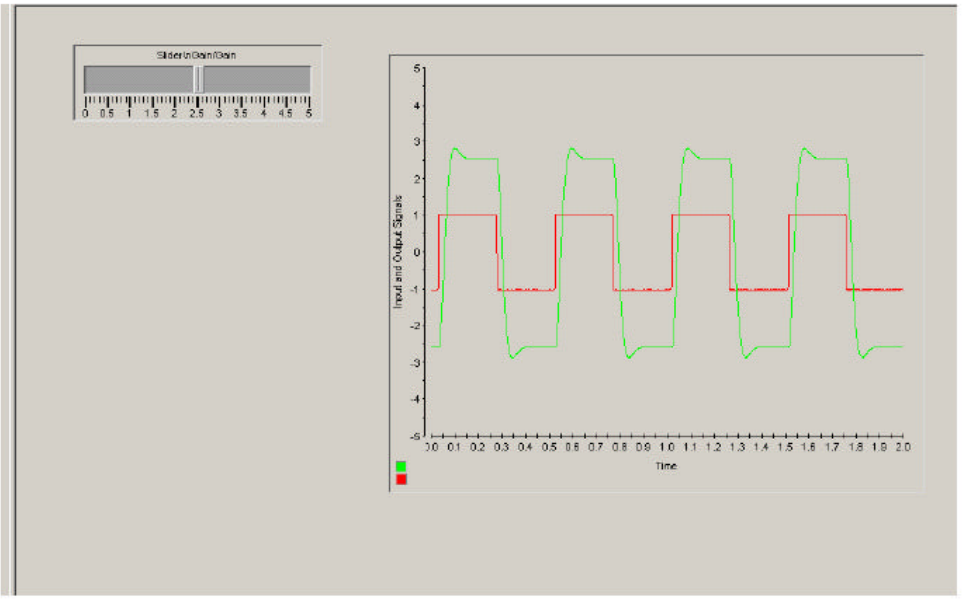

Figura 2.18 Formas de onda de la simulación en tiempo real
- Cambie algunos de los parámetros y observe las modificaciones de las señales que se visualizan. También observe las formas de onda en las ventanas del graficador, ellas podrán parecerse a las de la figura 2.18, donde también se muestra la ganancia del *slider gain*. Ahora el experimento está corriendo y hemos terminado nuestro diseño.